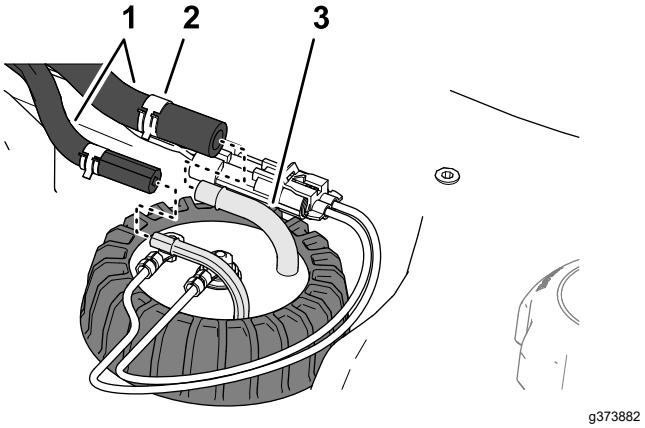

Figuur 93
5. Monteer de slang op de fittings van de brandstofsensor en bevestig de slangen met de klemmen aan de fittings (Figuur 93).